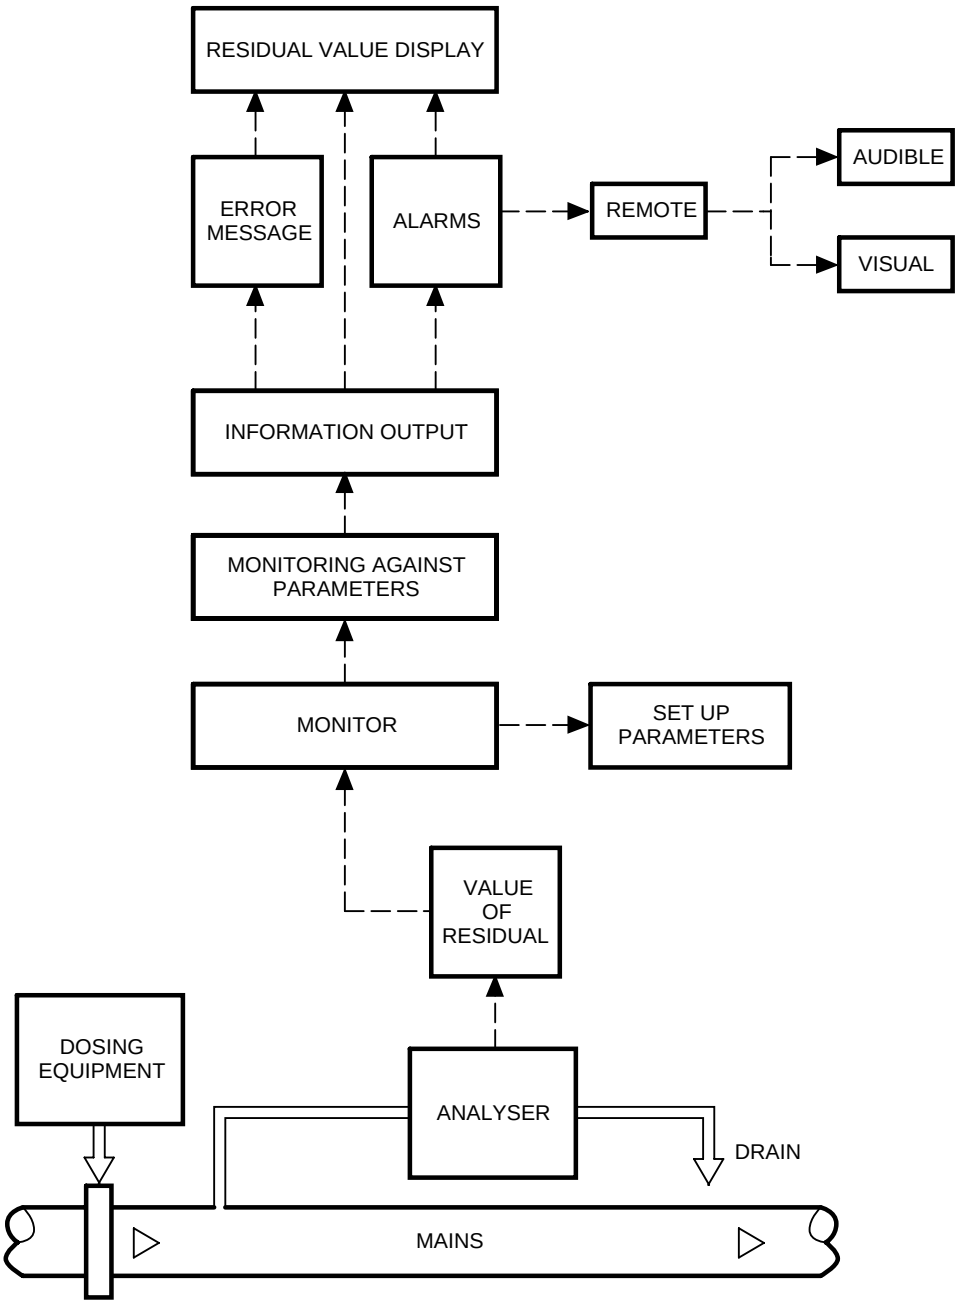

Fig. 1.3 Medway 2 Monitoring System - Schematic Diagram
4. SYSTEM OVERVIEW (Fig. 1.3)
A schematic diagram showing the basic monitoring system is shown in Figure 1.3. In reality a system may include other items of optional equipment which have been omitted for clarity. Optional equipment descriptions, and their relationship to the basic system, are included in Chapter 6 Options of this Manual when supplied as part of the installation.